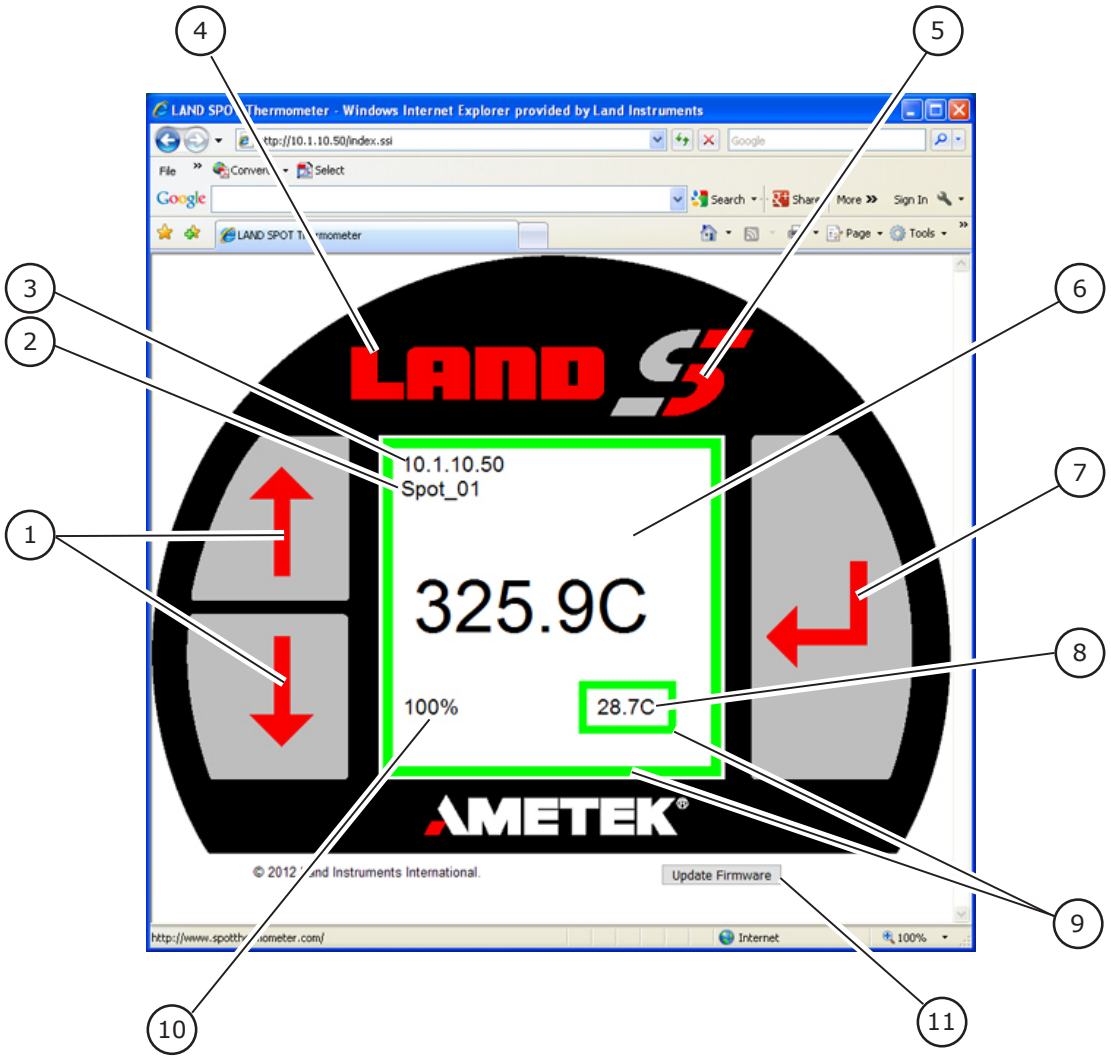

Fig. 3-2 Interfaccia Web Server
L'interfaccia del Web Server si aprirà (Fig. 3-2). L'interfaccia replica il pannello posteriore del termometro mostrato in Fig. 3-1.
3) Fare riferimento alla Fig. 3-2, elemento 11. Fare clic sul pulsante Update Firmware.